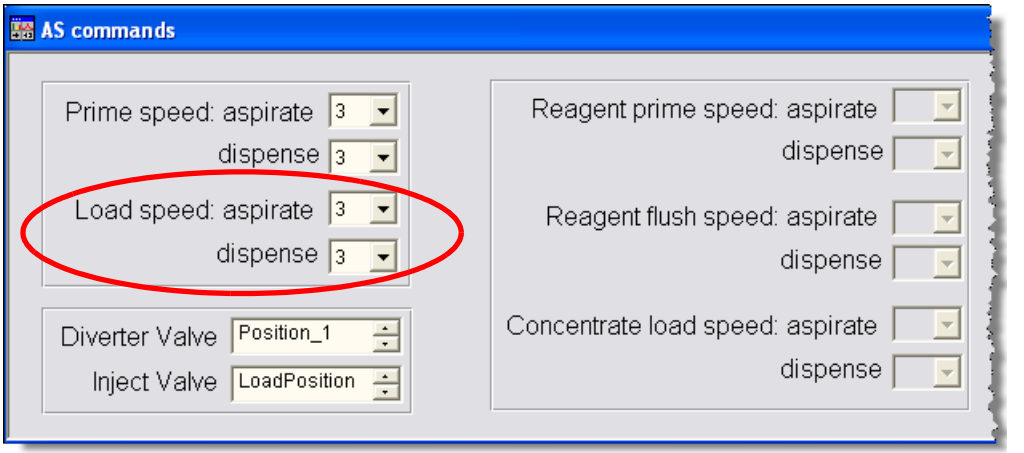

Figure 3-32. Setting Syringe Speeds for Loading the Loop
3. In the **Load speed** fields, select the **aspirate** and **dispense** speeds (see Figure 3-32).